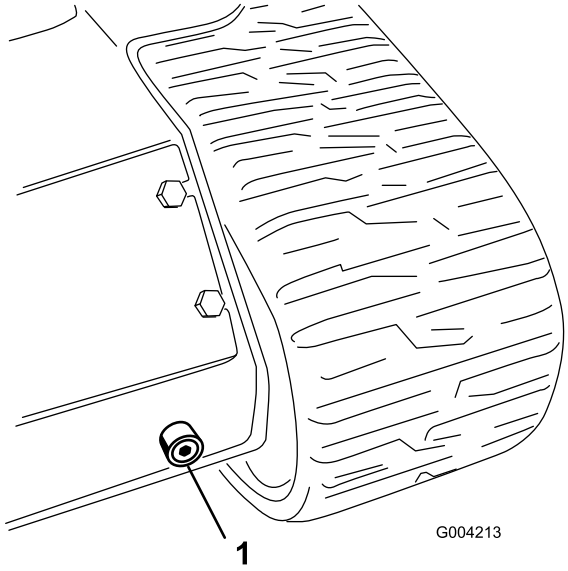

**Figuur 56**
6. Plaats een grote opvangbak (geschikt voor ruim 50 liter) onder de aftapplug aan de voorzijde van de tractie-eenheid (Figuur 56).
7. Verwijder de aftapplug zodat de olie in de opvangbak kan lopen (Figuur 56).